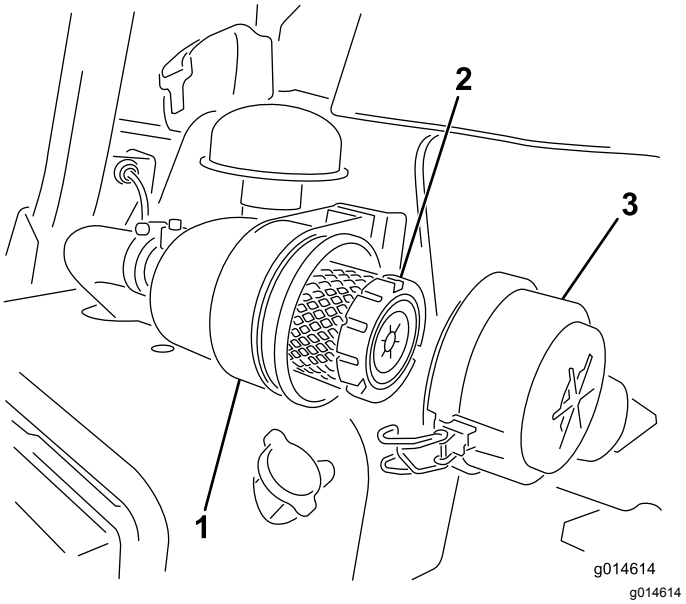

Figur 30
1. Lossa spärrhakarna som fäster luftrenarkåpan på luftrenarhuset (Figur 30).
7. Fäst spärrhakarna (Figur 30).